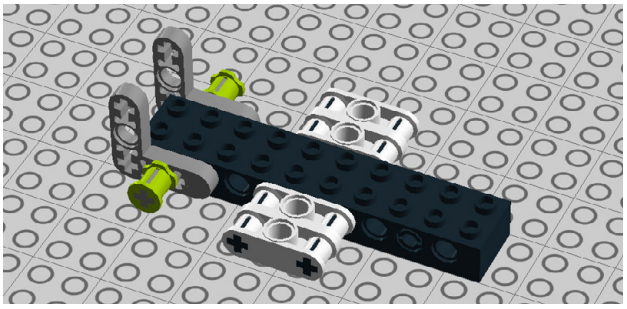

Figure 7-81. *Step 74: Inserting the cross axle*
74. Slide a 5M cross axle through and secure with bushes (Figure 7-81).